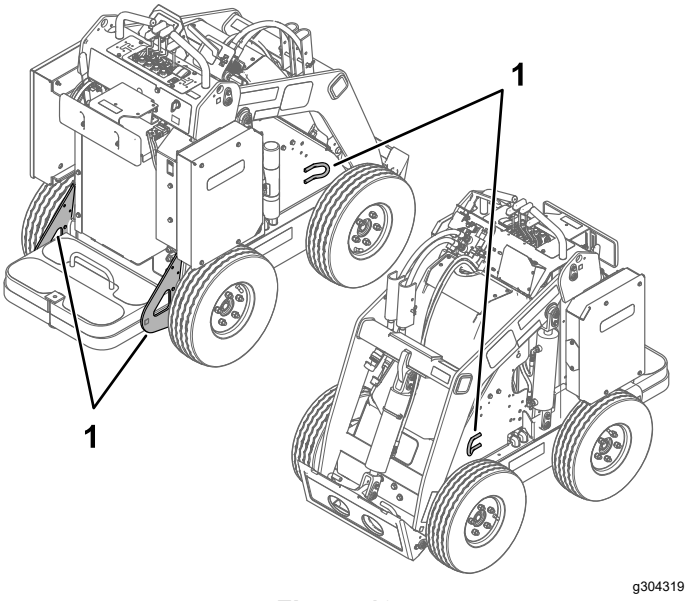

Figura 19
8. Utilizai buclele metalice de legare de pe mină pentru a fixa ferm maina pe remorcă sau camion cu curele, lanuri, cablu sau frânghii (Figura 19). Consultai prevederile locale referitoare la fixare.
Ridicai maina utilizând punctele de ridicare (Figura 19).